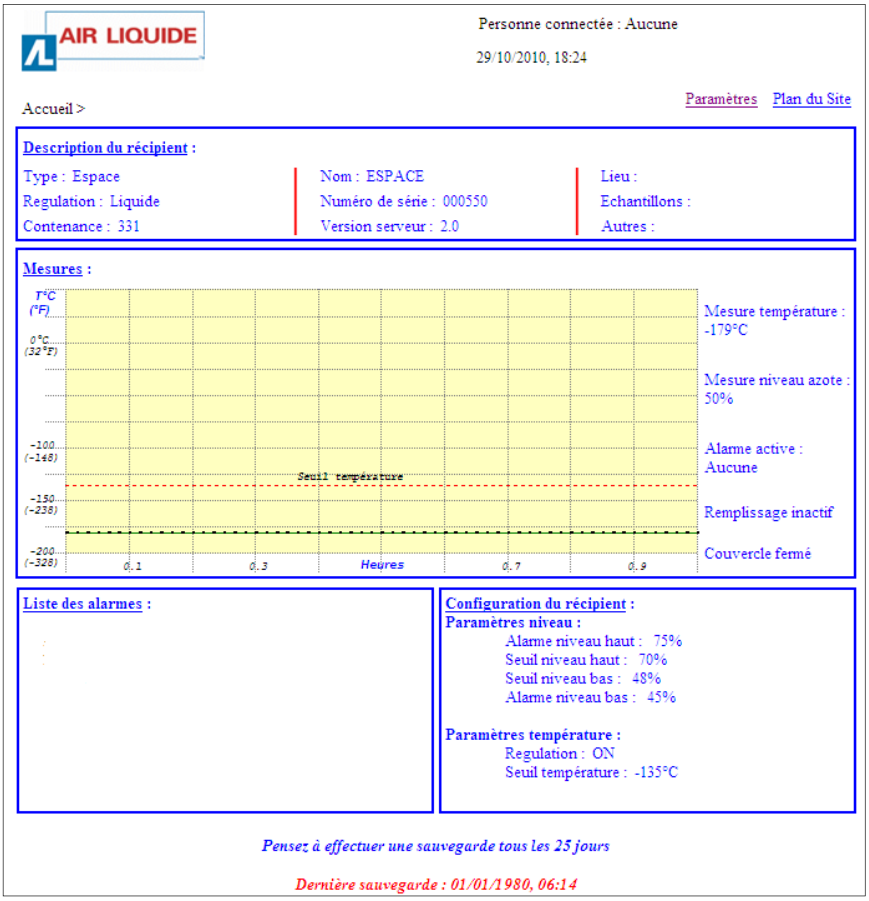

Figura 14-7: fereastra Întâmpinare a serverului web încorporat.
2. În timp ce browser-ul Internet afişează pagina *Întâmpinare* a serverului web încorporat (vezi Figura 14-7), faceţi clic pe *Parametri*.